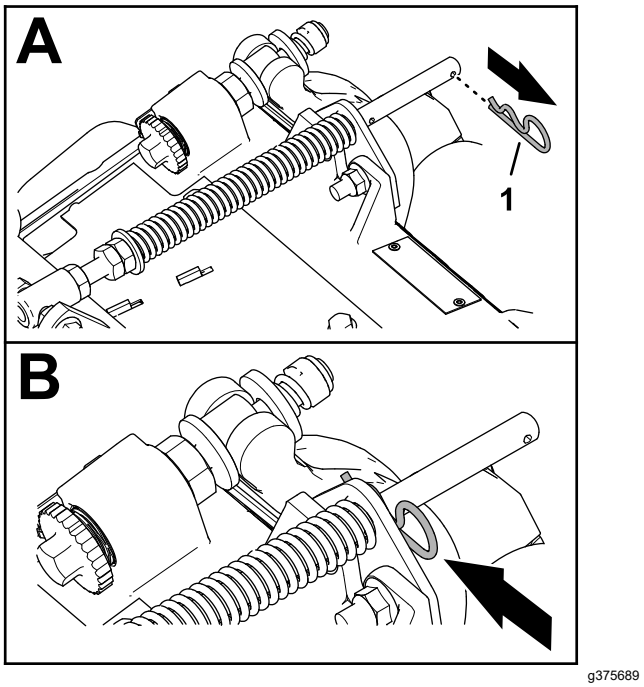

Figur 7
1. Hvis låseclipsen er sat i det bageste hul på kompensationsfjederstaven – fjern låseclipsen, og sæt den i hullet ved siden af beslaget (Figur 7).